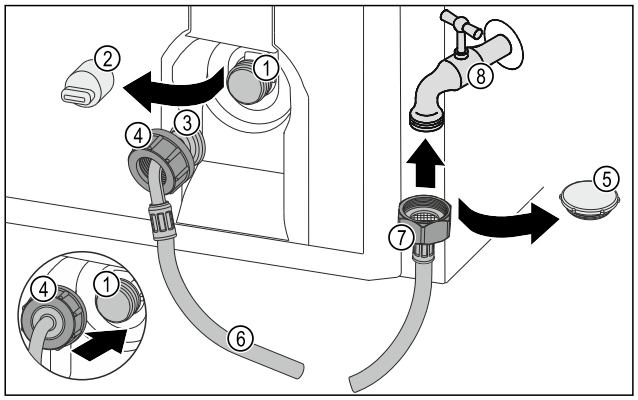

Fig. 27
- ▶ Uzavírací víčko *Fig. 27 (5)* odstraňte.
- ▶ Rovný konec hadice *Fig. 27 (7)* připojte k vodovodnímu kohoutku *Fig. 27 (8)*.
- ▶ Utáhněte matici na rovném konci hadice *Fig. 27 (7)* ve směru hodinových ručiček.